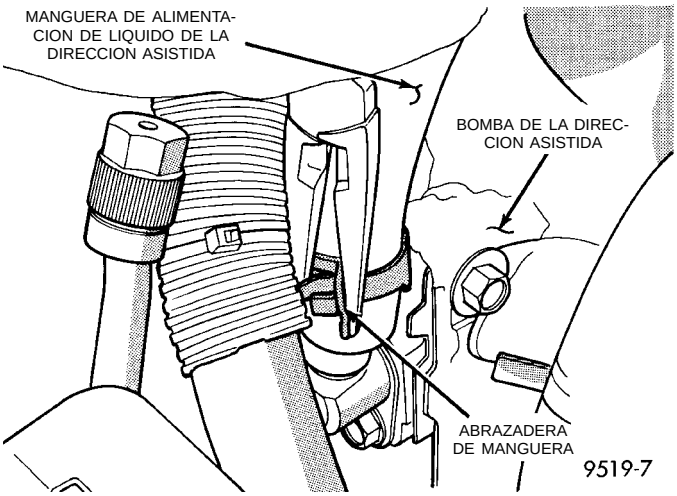

Fig. 20 Manguera de alimentación de líquido de dirección asistida en la bomba de la dirección asistida
(2) Retire la abrazadera de manguera que fija la manguera de alimentación de líquido de la dirección asistida a la bomba de la dirección asistida (Fig. 20). Después retire la manguera de alimentación de la dirección asistida de la conexión de la bomba de la dirección asistida.
(3) Instale la manguera de alimentación de líquido de dirección asistida en la conexión de la bomba de la dirección asistida (Fig. 20). **Asegúrese de que la abrazadera de manguera se instale más allá del reborde remachado de la conexión de la bomba de la dirección asistida.**
(4) Ponga el motor en marcha y déjelo funcionar unos segundos. Después apáguelo.
(5) Añada líquido si es necesario. Repita el procedimiento anterior hasta que el nivel de líquido permanezca constante después de hacer funcionar el motor.
(6) Levante las ruedas delanteras hasta que no toquen el suelo.
(7) Ponga en marcha el motor. Haga girar lentamente el volante de dirección a la derecha y a la izquierda, tocando apenas los topes del volante. Después apague el motor.
(8) Añada líquido de dirección asistida si es necesario.
(9) Baje el vehículo y gire el volante de dirección de tope a tope.
(10) Detenga el motor. Verifique el nivel del líquido y vuelva a llenar según sea necesario.
(11) Si el líquido está muy espumoso, deje el vehículo detenido por unos minutos y repita el procedimiento anterior.
(12) Después de instalar la manguera, verifique posibles pérdidas en todas las conexiones de la misma.